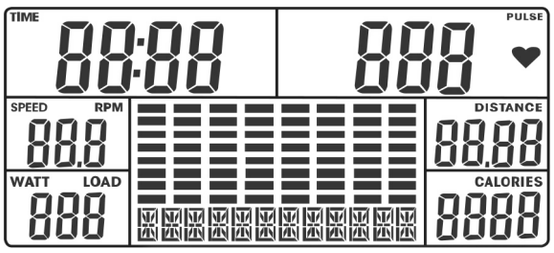

Figure 1
1. Branchez le moniteur ou maintenez la touche RESET appuyée pendant 3 secondes. L'écran LCD affiche tous les segments et émet un long bip (1 seconde) puis affiche par ex. 78.0 (version du logiciel) (voir figures 1 et 2).